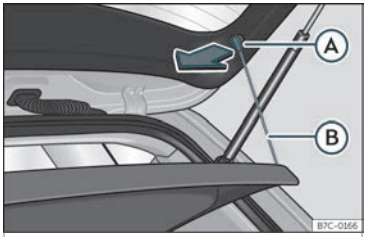

Fig. 105 No maleteiro:desmontar e montar a bandexa.
- Desenganche os tirantes de suxeición ››› **fig. 105** Ⓑ dos aloxamentos Ⓐ.
- Enganche os tirantes de suxeición ››› **fig. 105** Ⓑ no portón traseiro.